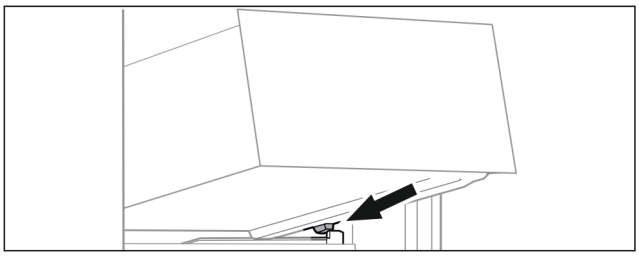

Fig. 139
▶ Așezați sertarul oblic în spatele opritoarelor pe nervura recipientului. (vezi Fig. 139)